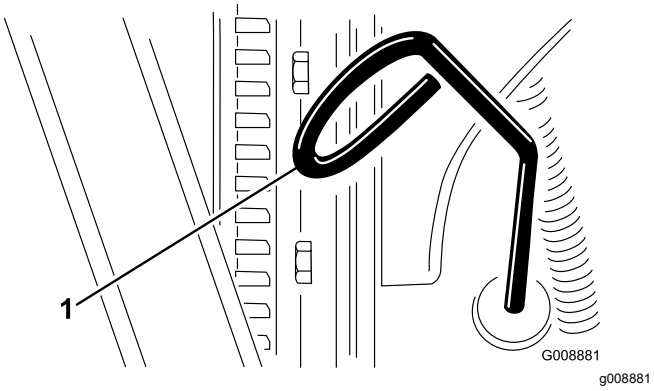

**Figur 24**
2. Ta ut peilestaven (Figur 24) og tørk den med en ren fille.